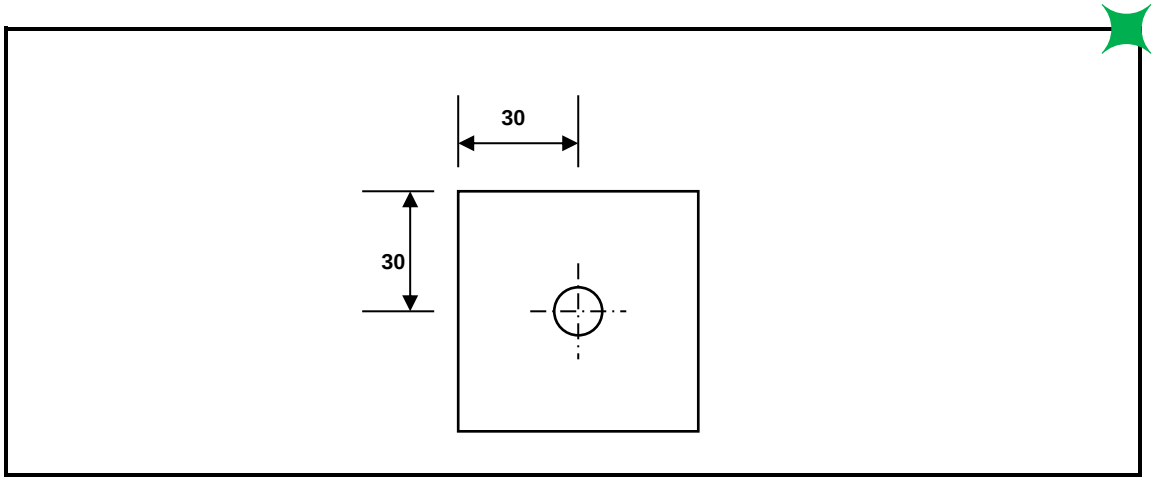

FIGUUR 1 (8)
2.4 Bestudeer FIGUUR 1 hier onder. Ontwerp die NC-program om die uitkomste van die spesifikasies in die tegniese tekening te bereik.